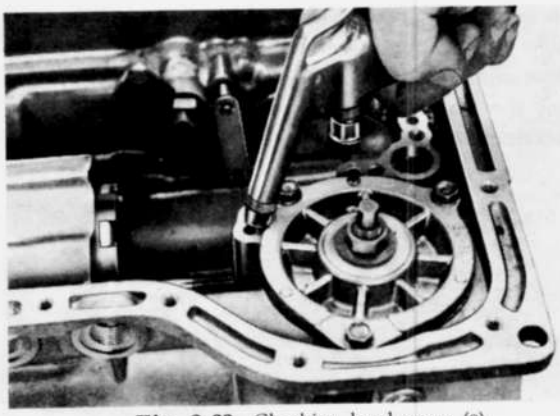

Fig. 2-33 Checking band servo (2)
9. Back off the three attaching bolts slightly and uniformly, and apply compressed air into the oil hole on the servo piston release side, as in Fig. 2-33. If the retainer rises by the extent of bolt backing off, the piston operation on release is normal. Tightening torque of the servo retainer is 0.35~0.45 m-kg (2.5~3.2 ft-lb).